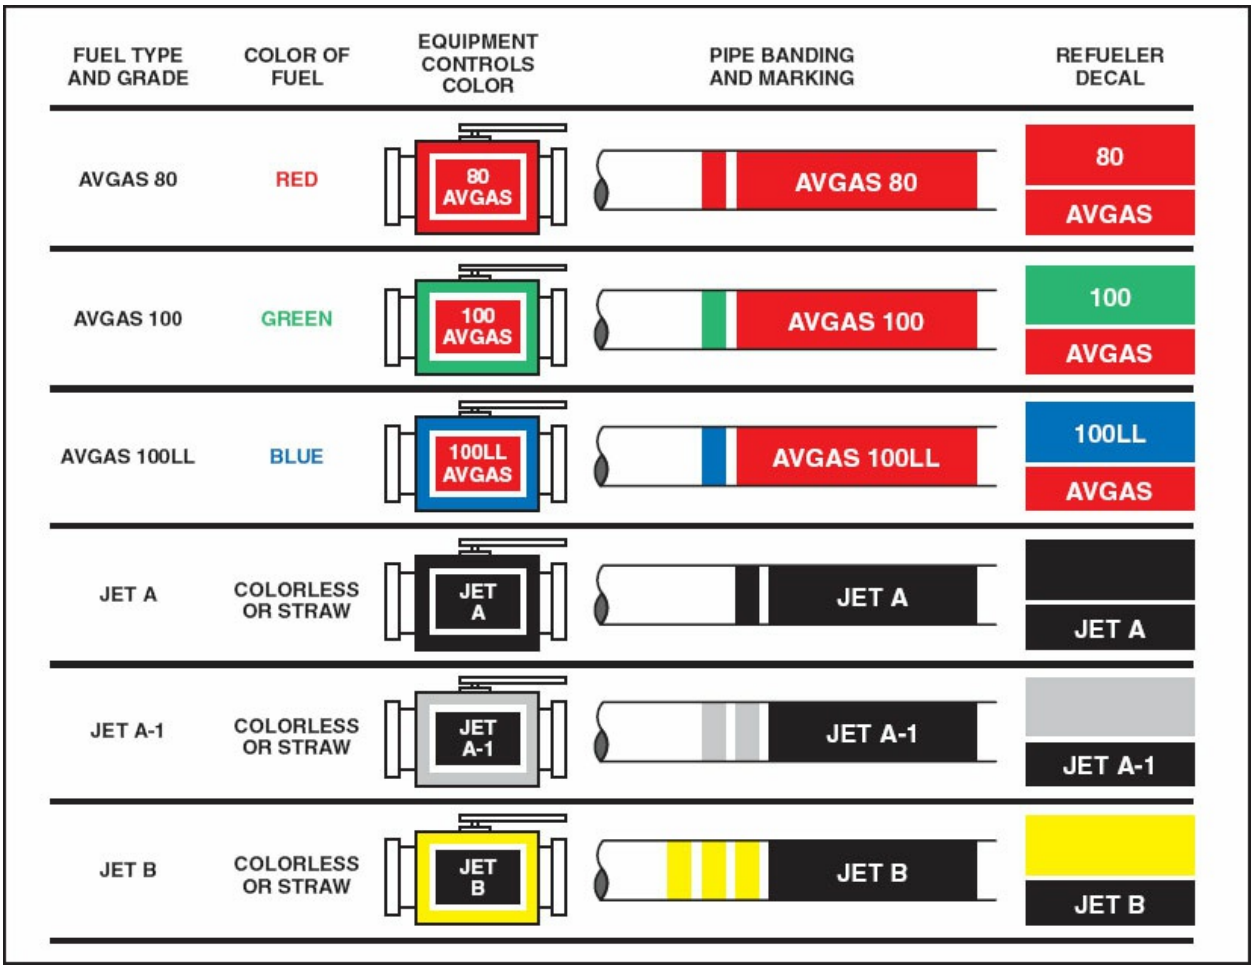

Figure 15-3. Labeling and color-coding of fuel carriers, hoses, and equipment helps to prevent filling the aircraft with the wrong fuel.
2. Fuel trucks and hydrant carts are marked with large fuel identification decals on each side of the tank or body and have a small decal on the dashboard. These decals utilize the same color code. The fixed ring around both the dome covers and hydrant box lids are also painted in accordance with the color code. In short, all parts of the fueling facility and equipment are identified and keyed into the same marking and color code. The delivery pipes of truck fill stands are banded with colors corresponding to those on the dispensing hose. [Figure 15-3]